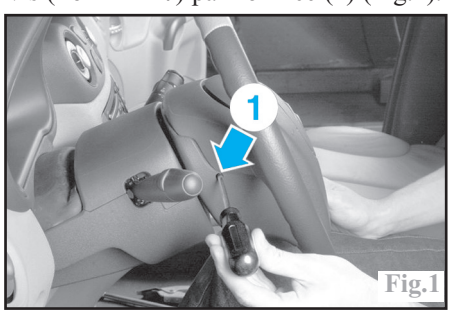

Fig.1
Décliper l'airbag en engageant un tournevis (**Torx n° 27**) par l'orifice (1) (Fig.1).